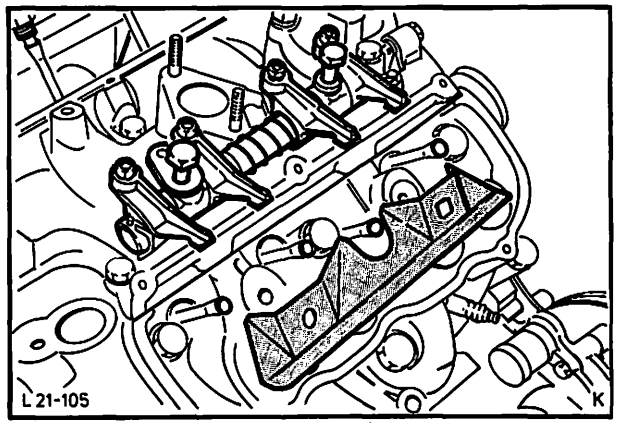

Abb. 185 Kipphebelachse montieren
70. Stößelstangen an beiden Enden mit Motoröl benetzen und in die Ventilstößelpfannen stellen. Ölfangbleche und Kipphebelachsen aufsetzen, dabei Stellschrauben der Kipphebel in die Stößelpfannen führen. Schrauben – Kipphebelachse beidrehen und mit vorgeschriebenem Drehmoment anziehen, Abb. 185.